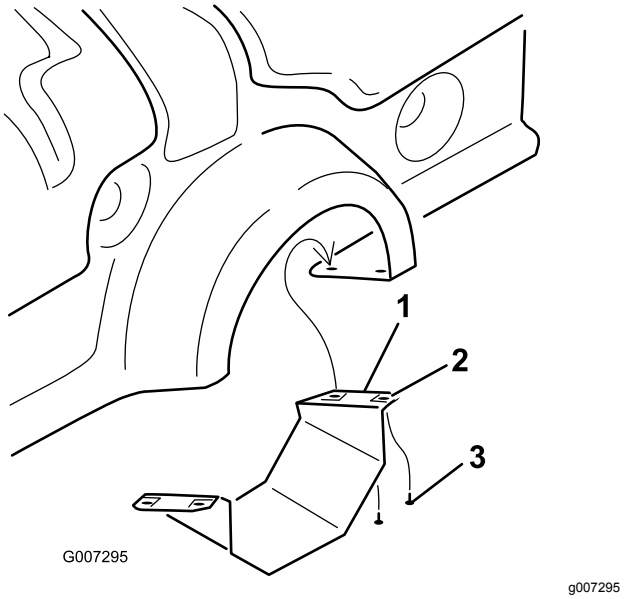

Figur 10
1. Afmonter kraftudtagets nederste afskærmning til kraftudtaget (kun på ProCore 864) (Figur 10).